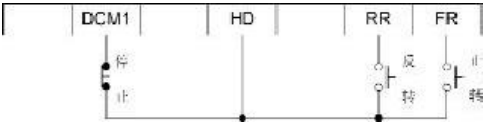

图6-1 运转信号保持电路
(1) 用按钮式开关等瞬时接点开始运转和停止时，按图6-1所示进行布线，并请设定功能代码（多功能输入端子相关代码及Cd001=2）。